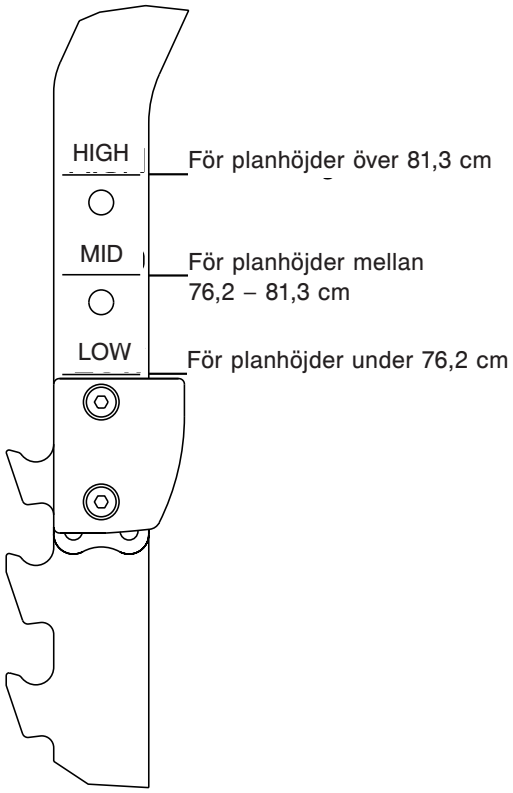

Figur 12
3. Välj HIGH (hög), MID eller LOW (låg) beroende på bårvagnens flytthöjdskrav (se Figur 12). Exempel: